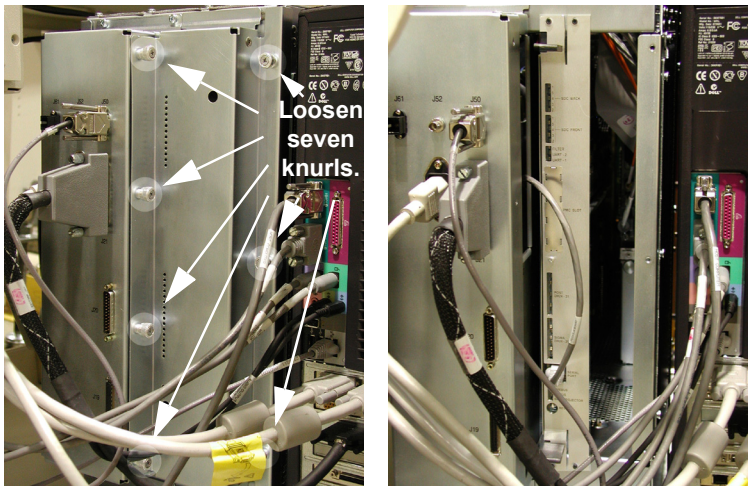

Figure 5-113 ICE Box Right Front Cover Removal (GC-Linux pictured)
- **Intercom board**, remove the right front cover from the **VME** chassis (see Figure 5-113), then remove the left front bulkhead, disconnecting cables as necessary.
- **Prescribed tilt board**, remove the right front cover from the **VME** chassis (see Figure 5-113), then remove the left front bulkhead, disconnecting cables as necessary.